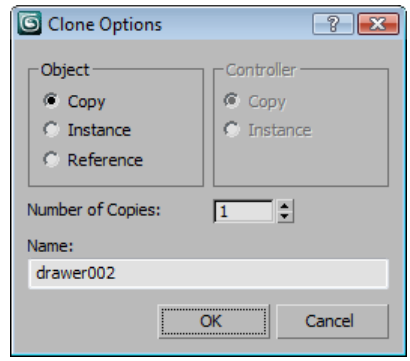

Figure 3-24 *The* ***Clone Options*** *dialog box*
1. Activate the Front viewport by right-clicking on it and make sure the *drawer001* is selected. Next, move the cursor over the Y axis, press and hold the SHIFT key, and drag the box downward until the value in the **Y** spinner of the coordinate display at the bottom of the screen is **-29** approximately. Release the left mouse button and the SHIFT key; the **Clone Options** dialog box is displayed, as shown in Figure 3-24.